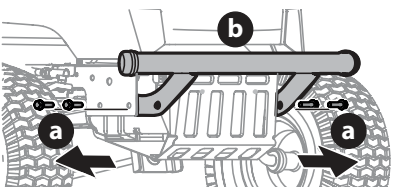

Fig. 60
1. Retire los cuatro tornillos hexagonales (a) que fijan el paragolpes delantero (Fig. 60).
2. Ahora se puede retirar el paragolpes delantero (b) (Fig. 60).